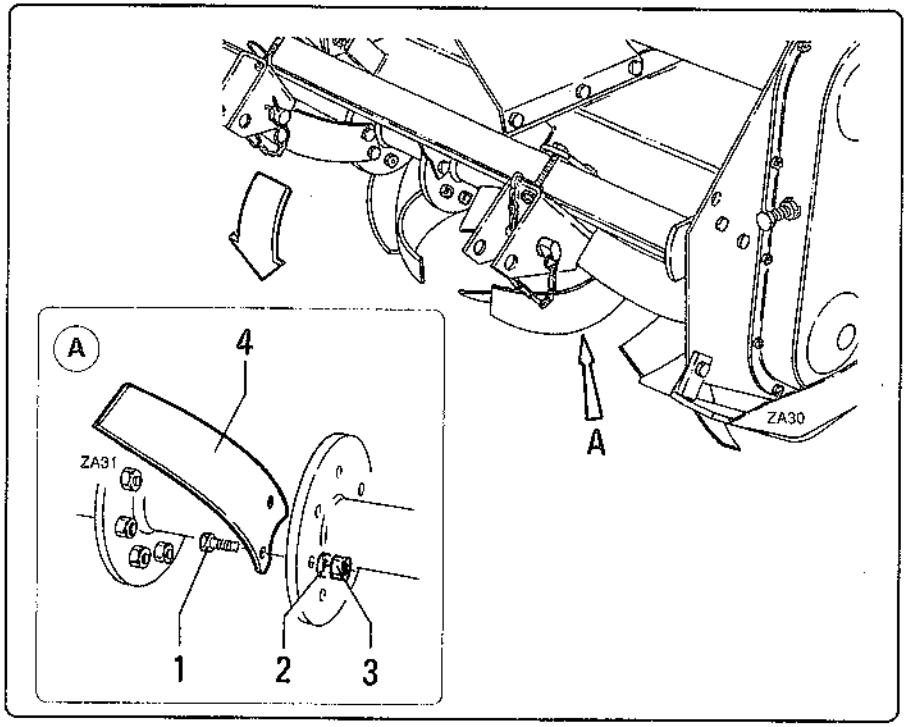

fig. 7.5.3
- Si les lames "4" fig. 7.5.3 sont endommagées, pliées ou usées, peu aiguisées ou risquent de se rompre pendant le travail, il faut les remplacer.
- *Wenn die Messer "4" Abb. 7.5.3 beschädigt, verbogen, verschlissen, nicht scharf sind oder einen solchen Zustand aufweisen, daß sie bei der Arbeit zu Bruch gehen könnten, sind sie zu ersetzen.*